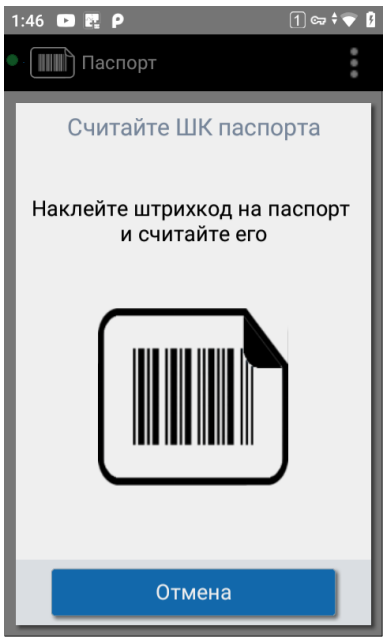

Рисунок 124. Считывание ШК паспорта
2. Наклейте ШК на паспорт и считайте его (см. Рисунок 124).